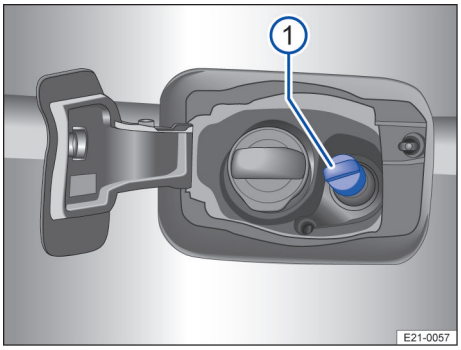

Fig. 164 Derrière la trappe à carburant : Bouchon de la goulotte de remplissage d'AdBlue
La goulotte de remplissage d'AdBlue® se trouve derrière la trappe à carburant, à côté de la goulotte de remplissage de carburant → fig. 164 ①.